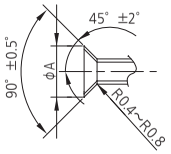

図18
- 液管・ガス管(現地調達)をフレア加工してください。(図18、表1)